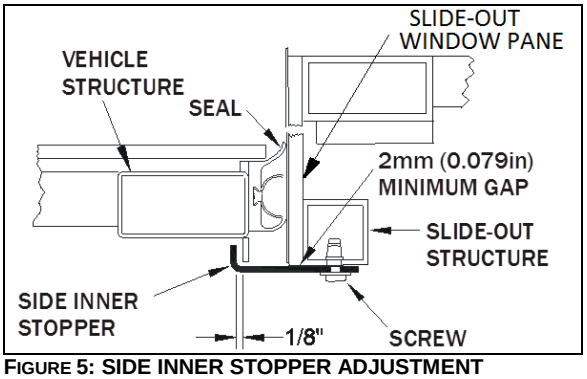

FIGURE 5: SIDE INNER STOPPER ADJUSTMENT
1. Adjust the side inner stoppers at 1/8" from the vehicle side structure keys, and tighten the screws. Make sure there is a minimum gap of 2mm (0.079”) between the side inner stopper and the slide-out window pane side (Figure 5). Use shim as required.